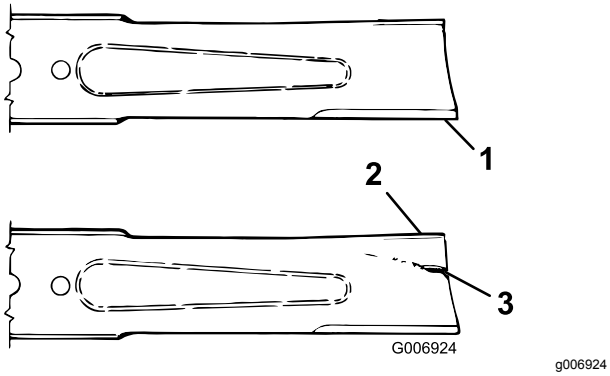

Figur 84
2. Undersøg omhyggeligt skæreknivens skær, især der hvor den flade side og den buede side mødes (Figur 84). Da sand og slibematerialer kan slide det metal, der forbinder den flade og den buede side af skærekniven, væk, skal skærekniven kontrolleres, før maskinen anvendes. Hvis du bemærker tegn på slid (Figur 84), skal du udskifte skærekniven. Se Afmontering af skærekniven.
Hvis skærekniven får lov til at blive slidt, vil der danne sig en slids mellem seglen og den flade del af skærekniven (Figur 84). Før eller siden kan et stykke af skærekniven knække af og blive slynget ud fra husets underside, hvilket muligvis kan medføre alvorlig personskade for dig eller omkringstående personer.